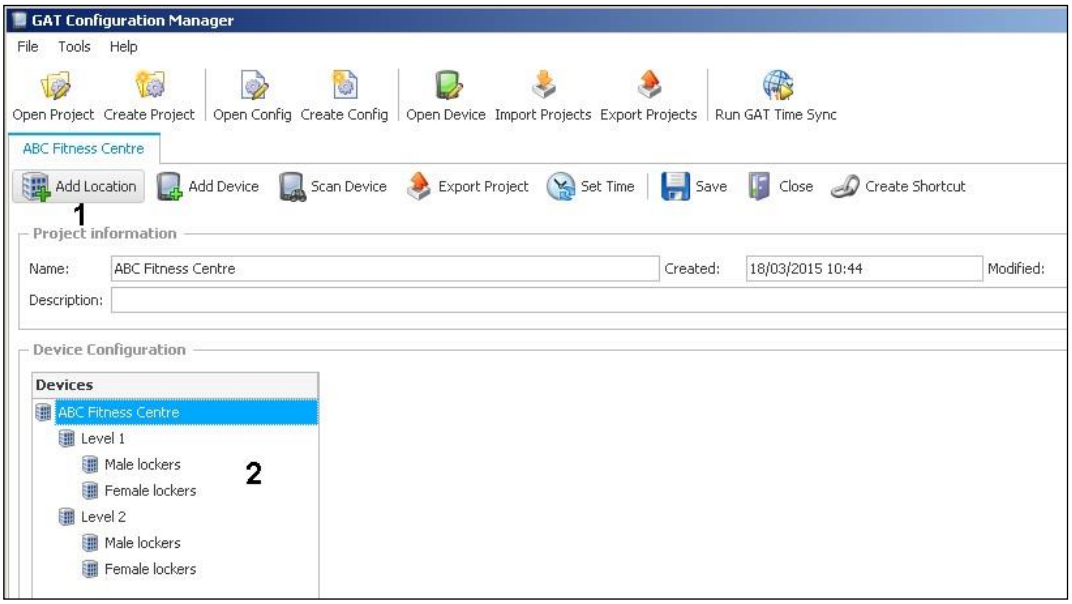

Figure 5.2 *– GAT Config Manager – Add location*
► Once a project is established, locations and sub-locations for the project can be added to the “Devices” directory (2 in Figure 5.2) by clicking on the “Add location” button (1 in Figure 5.2).